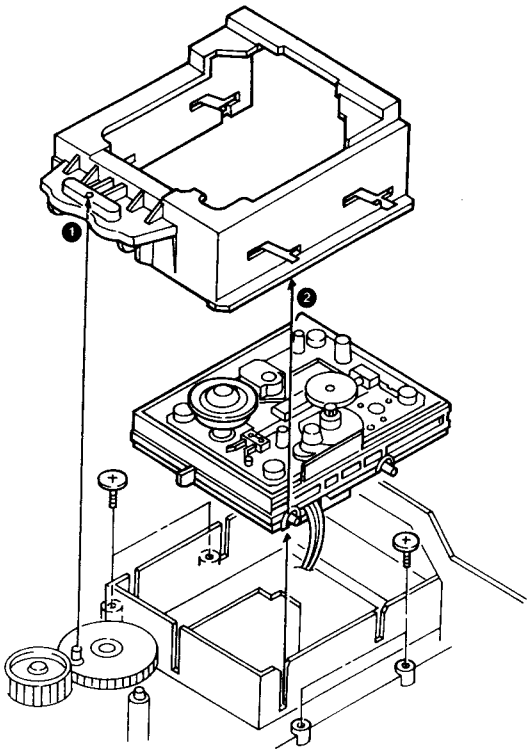

FIG. 6
※When reassembling, always be sure to align the cam gear and traverse shaft as shown in ❶ and ❷ of Fig.6.